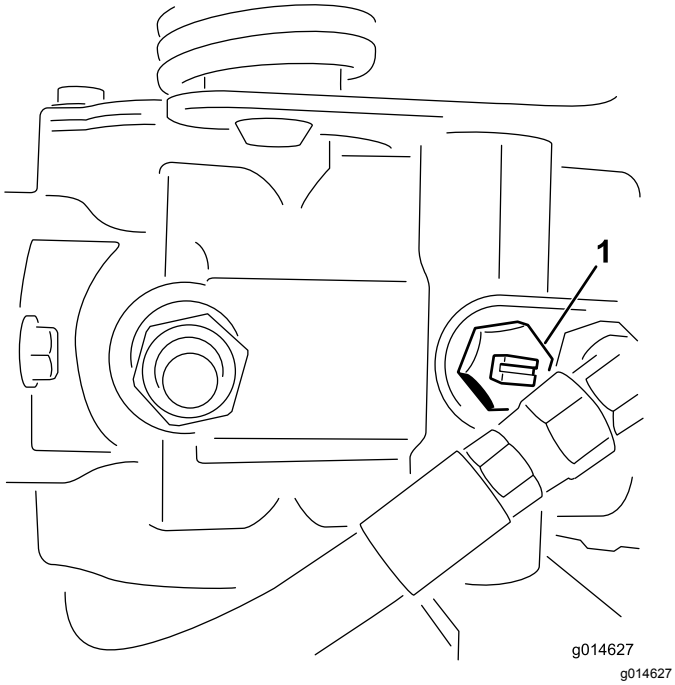

Figure 42
1. Localisez la vanne de dérivation sur la pompe et tournez-la jusqu'à ce que la fente soit verticale (Figure 42).
2. Avant de mettre le moteur en marche, fermez la vanne de dérivation (fente horizontale) (Figure 42). Ne mettez pas le moteur en marche quand la vanne est ouverte.